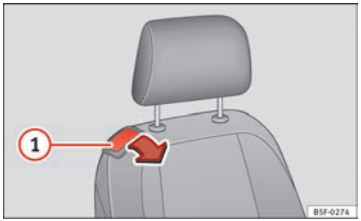

Fig. 79 Passenger's seat: lever for folding down the backrest
- Pull on lever (1) ⇒ Fig. 79 and push the backrest forwards so that the backrest is horizontal.